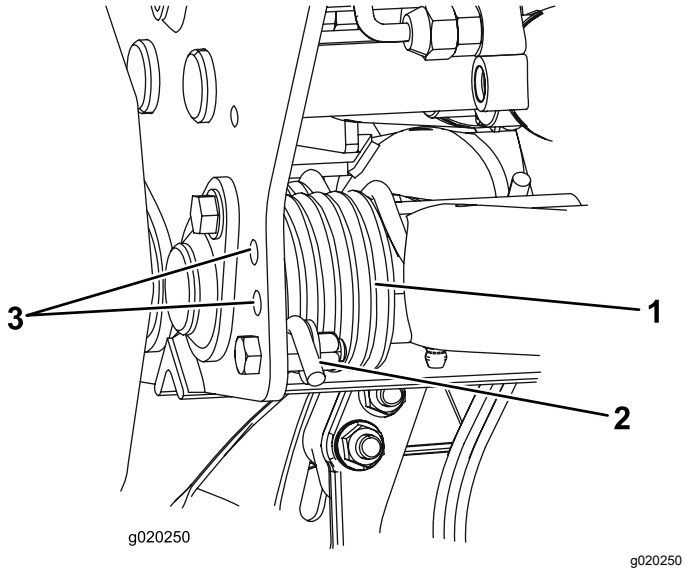

Figur 34
2. Før inn et rør eller lignende objekt på den lange fjærenden for å slippe noe av fjærspenningen under justering (Figur 34).
3. Mens du letter spenningen i fjæren, fjern bolten og låsemutteren som fester fjæraktuatoren til braketten (Figur 34).